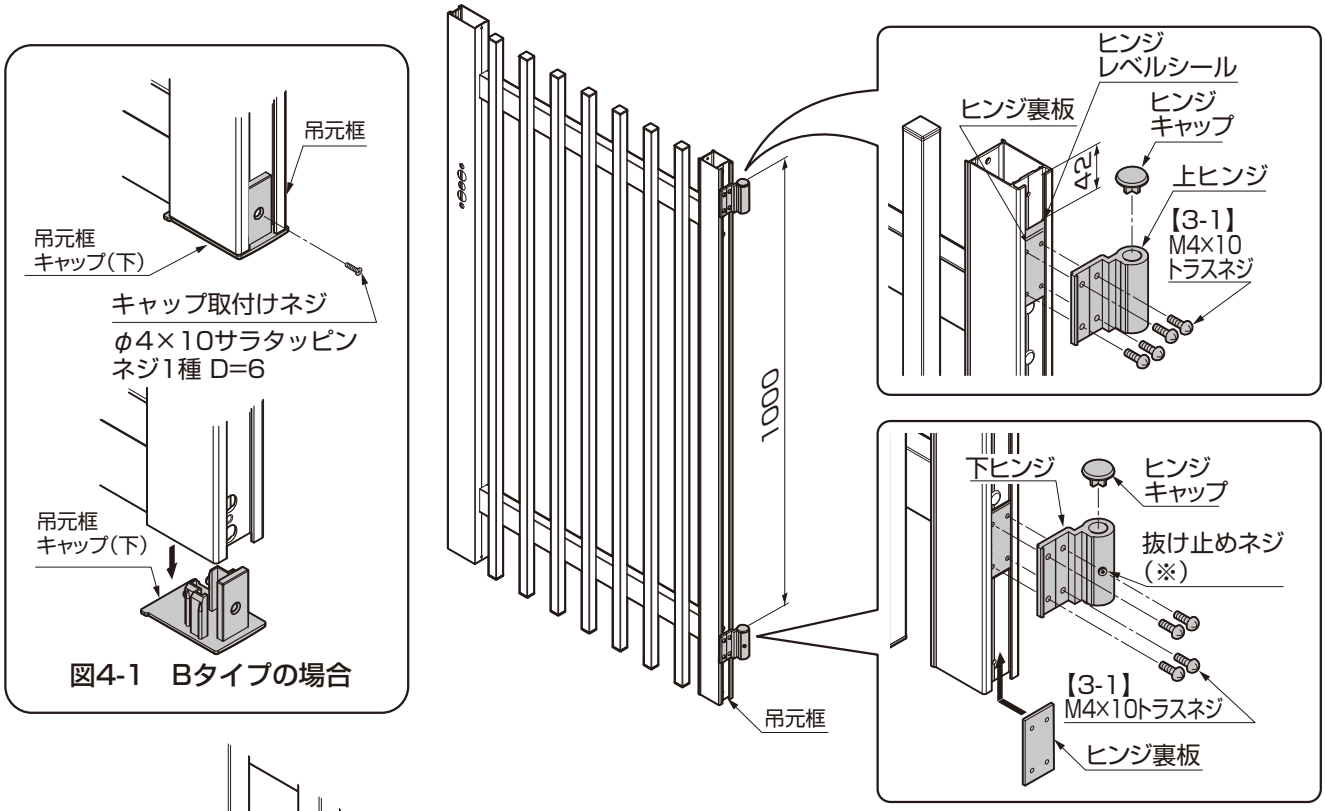

図4-1　Bタイプの場合
①キャップ取付けネジを取外し、吊元框キャップ(下)を取外してください。(Bタイプのみ)(図4-1参照)
②ヒンジ裏板を吊元框にスライドさせ、各ヒンジを図に示す位置に【3-1】で固定してください。
③ヒンジキャップをヒンジに取付けてください。
④ヒンジの取付けが終了したら吊元框キャップ(下)を取外した手順と逆の手順で取付けてください。(Bタイプのみ)(図4-1参照)